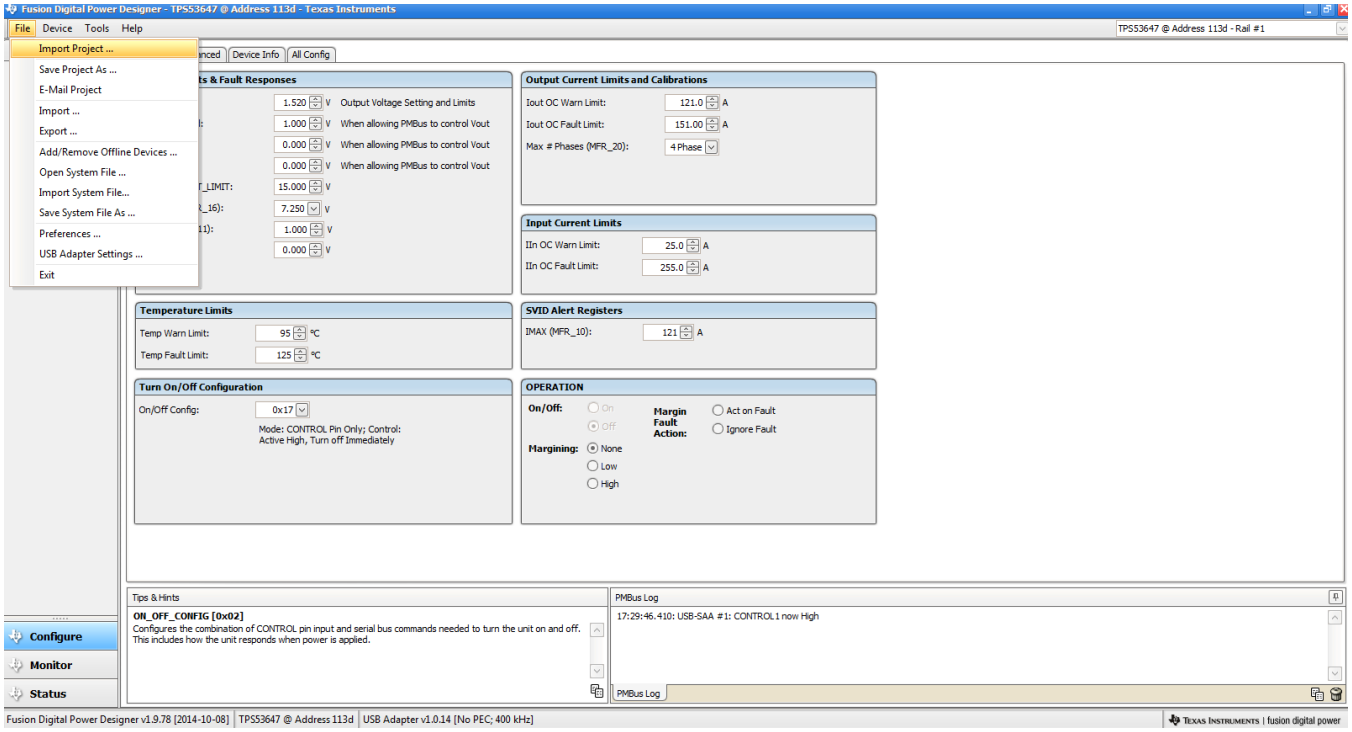

Figure 38. Import Configuration File
Selecting the pull down menu [File] → [Import Project] from the upper left menu bar can be used to configure all parameters in the device at once with a desired configuration, or even revert back to a "known-good" configuration (as shown in Figure 38) . This action results in a browse-type sequence to allow the user to locate and lock the desired configure file.
- Updated Figure 38 32